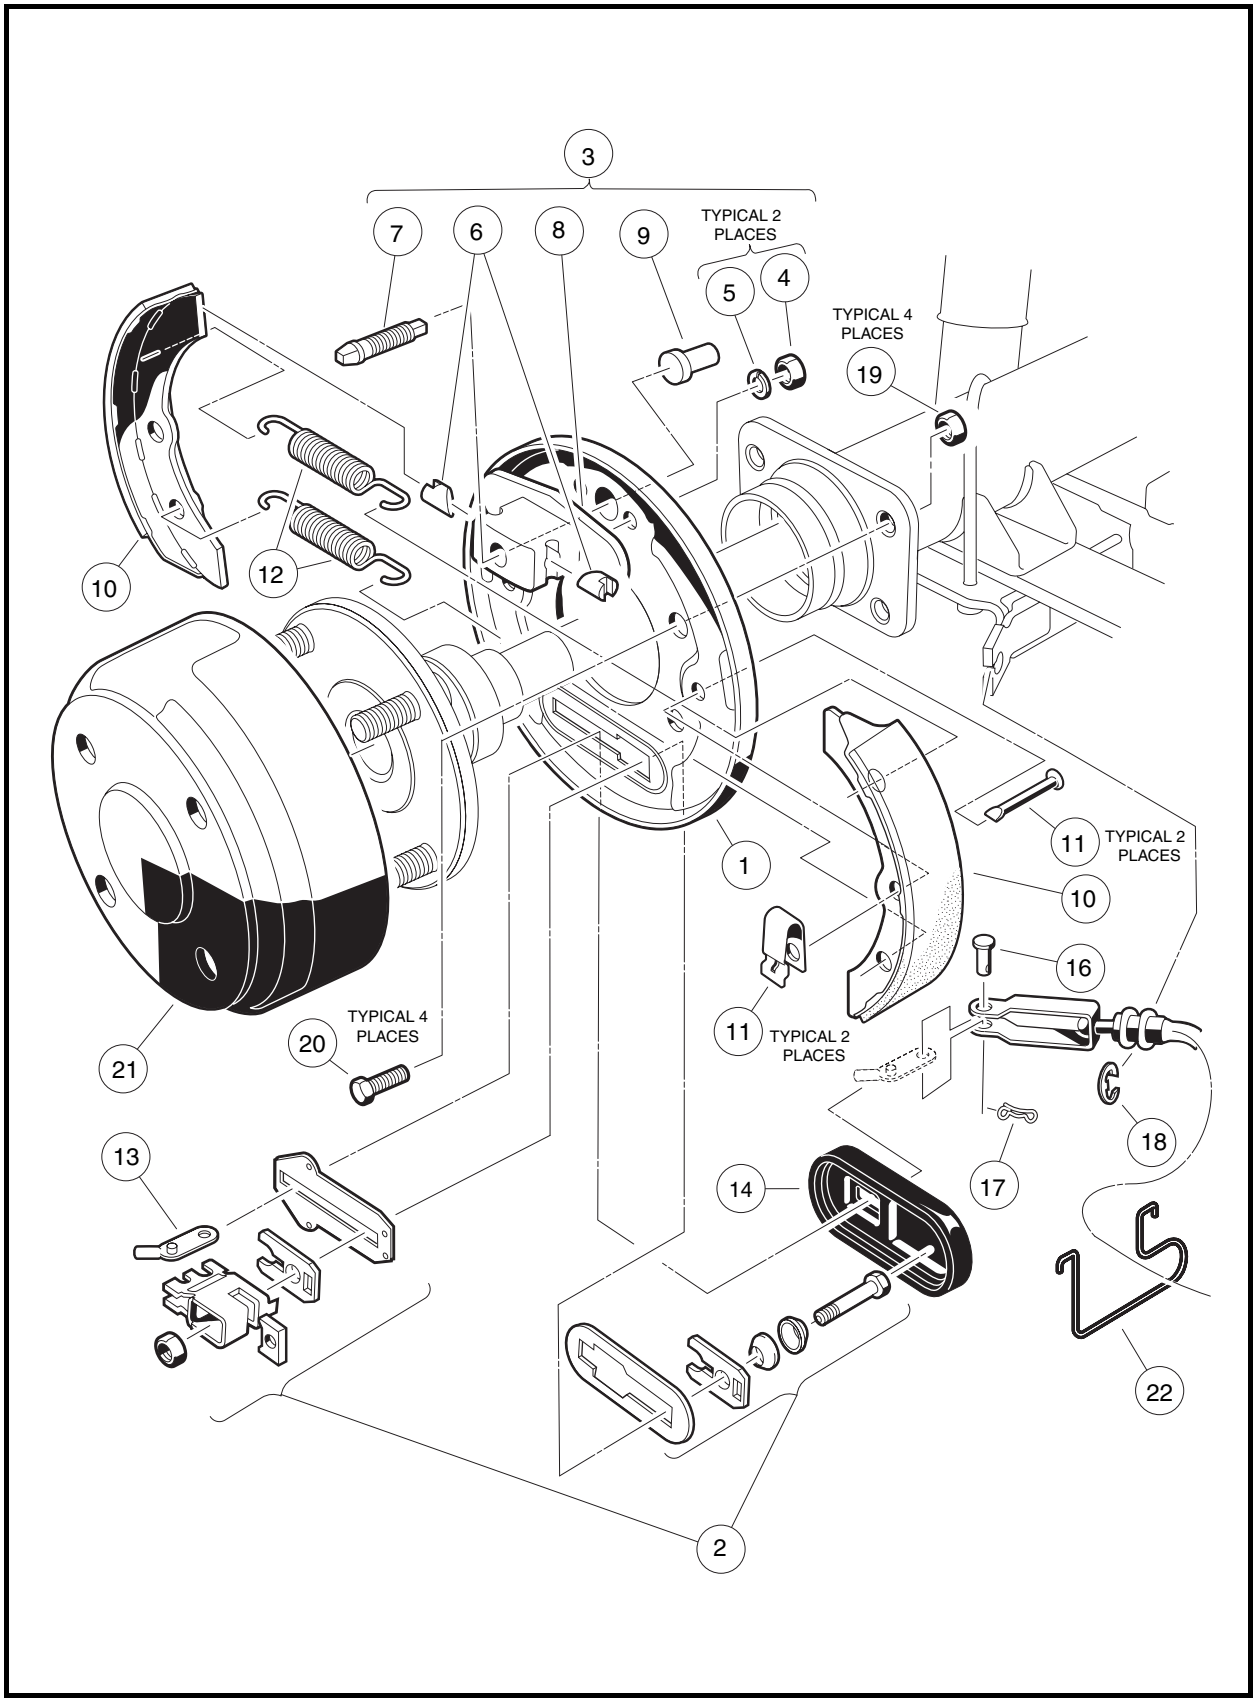

Figure 6-31 Rear Manually-Adjusted Brake Assembly
5. Remove cotter pin (17) and clevis pin (16) from brake cable **(Figure 6-31, Page 6-14 or Figure 6-11, Page 6-5)**.
6. Remove 4 bolts (20) and cone lock nuts (19) that mount the brake assembly to the transaxle **(Figure 6-31, Page 6-14 or Figure 6-11, Page 6-5)**.
2. Be sure bolts (20) and new cone lock nuts (19) are used to mount the brake assembly **(Figure 6-31, Page 6-14 or Figure 6-11, Page 6-5)**.